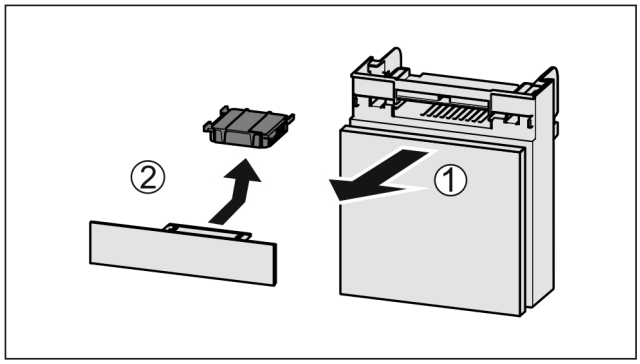

Fig. 180
▶ Pull out the compartment *Fig. 180 (1)*.
▶ Remove the carbon filter *Fig. 180 (2)*.